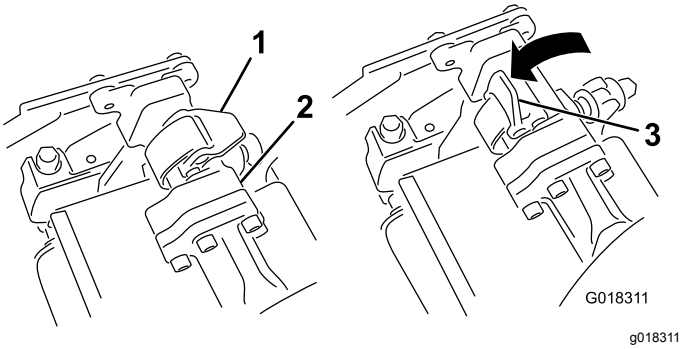
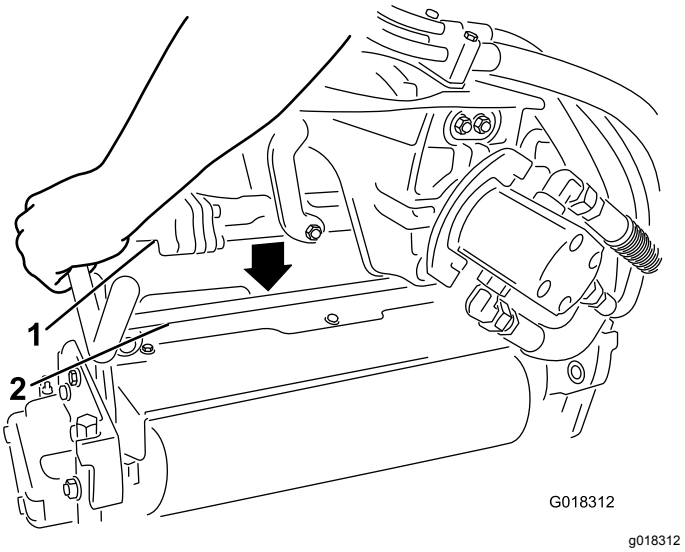

Bild 2
Bild 3
2. Die Riegel an der Aufhängearmstange müssen geöffnet sein (Bild 2); drücken Sie den Aufhängearm dann so nach unten, dass er über die Stange oben am Rasenlüfter passt (Bild 3).
3. Schließen Sie die Verriegelungen, um den Rasenlüfter zu verriegeln (Bild 2).